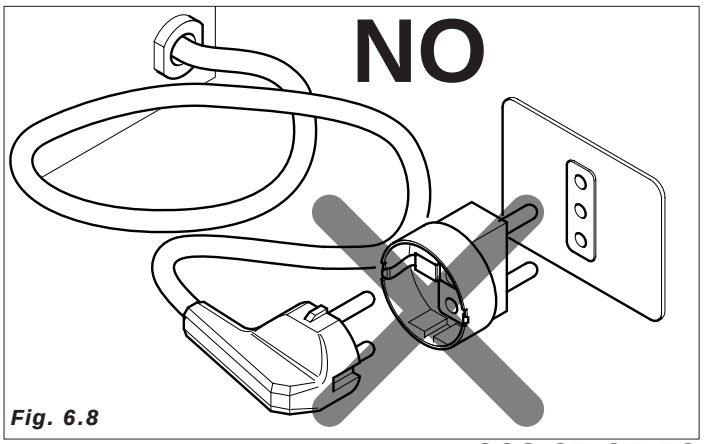

Fig. 6.8
– Los tomas que no sean compatibles con la clavija, se han de sustituir (Fig.6.8).